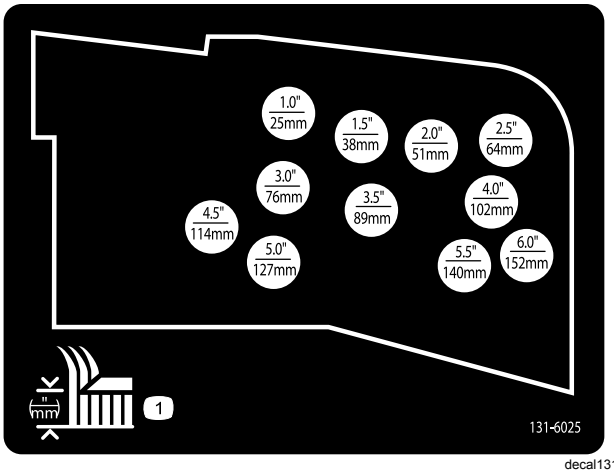

Figur 19
10. Montera klipphöjdskedjorna i önskat klipphöjdshål med hjälp av sprintbulten och hårnålssprinten (Figur 19).